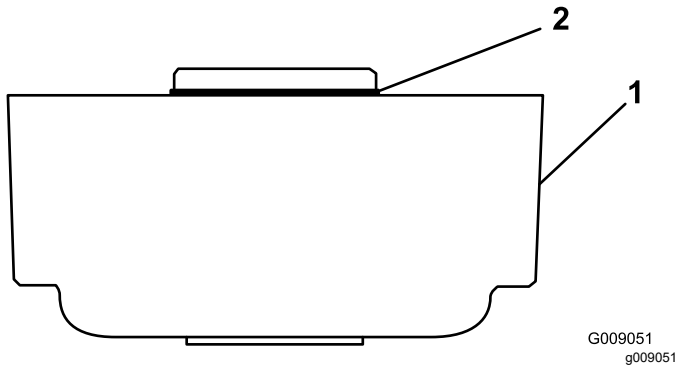

**Figur 4**
1. Kontrollera att o-ringen är monterad på rullborsthuset (Figur 4).